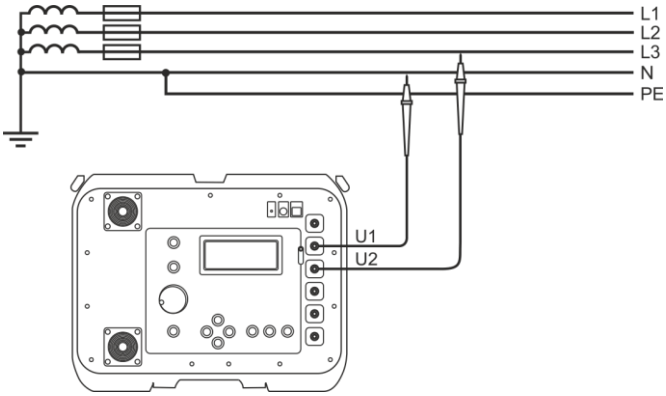

Fig. 11 Alternating voltage measurement
- Connect the test cables to sockets: **U_1** and **U_2** (Fig. 11)